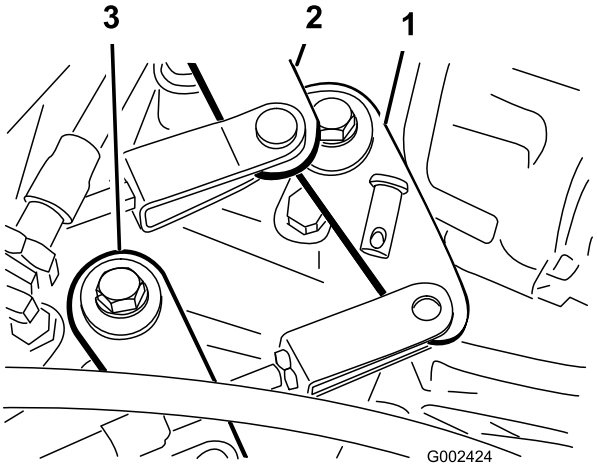

Figuur 50
2. Verwijder de gaffelpennen waarmee de kabels van het schakelmechanisme zijn bevestigd aan de schakelarmen van de transaxle (Figuur 50).